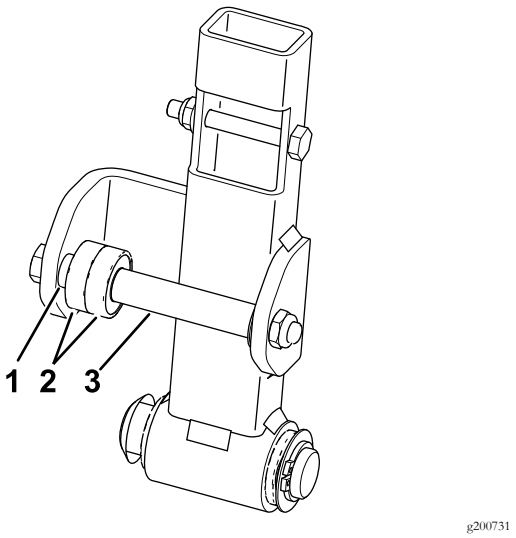

Figura 3
6. Rimuovete i cuscinetti e i distanziali preesistenti dal braccio di folle (Figura 3).
7. Montate i nuovi cuscinetti e distanziali (Figura 3).